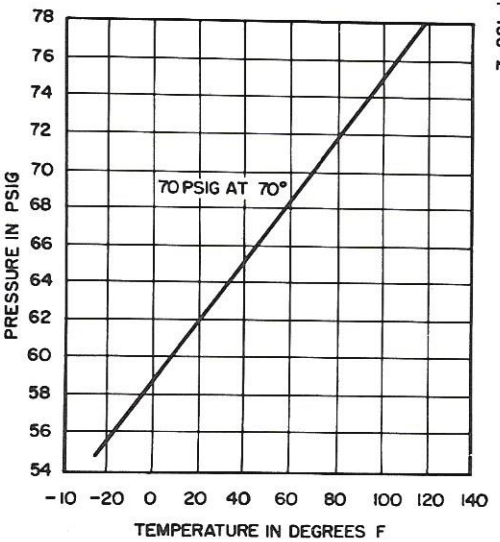

Figure 4-1. System Charging Pressure vs. Ambient Temperature
1. Open IR COOL'G INTLK - RADAR STBY - close BLEED VALVE - open FILL VALVE = Pressure per temperature (fig. 4-1)
3. Open FILL VALVE = Pressure per temperature (fig. 4-1)